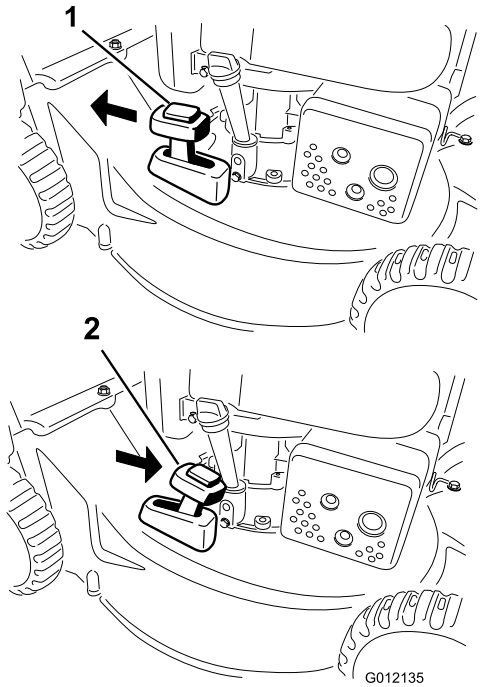

Figuur 16
2. Druk op de knop op de hendel voor recycling/opvangen en zet de hendel in de **recycling** modus (uitsluitend model 20836) (Figuur 16).
2. Om het maaisel op te vangen, moet u de grasvanger monteren (zie Montage van de grasvanger). Druk op de knop op de hendel voor recycling/opvangen en zet de hendel in de **opvangen** modus (uitsluitend model 20836) (Figuur 16).
Opmerking: De hendel voor recyclen/opvangen moet in de **opvang** modus (Figuur 16) staan.